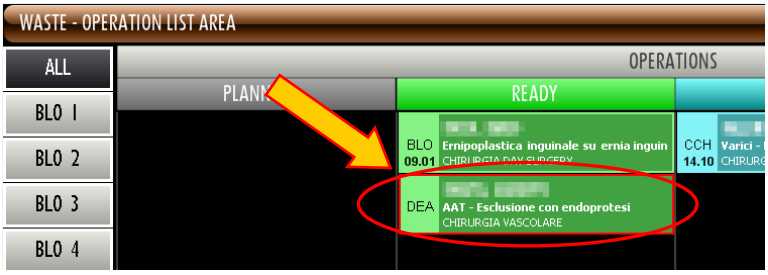

Fig 144 - Operation-rectangle
- Click the box corresponding to the operation (Fig 144).